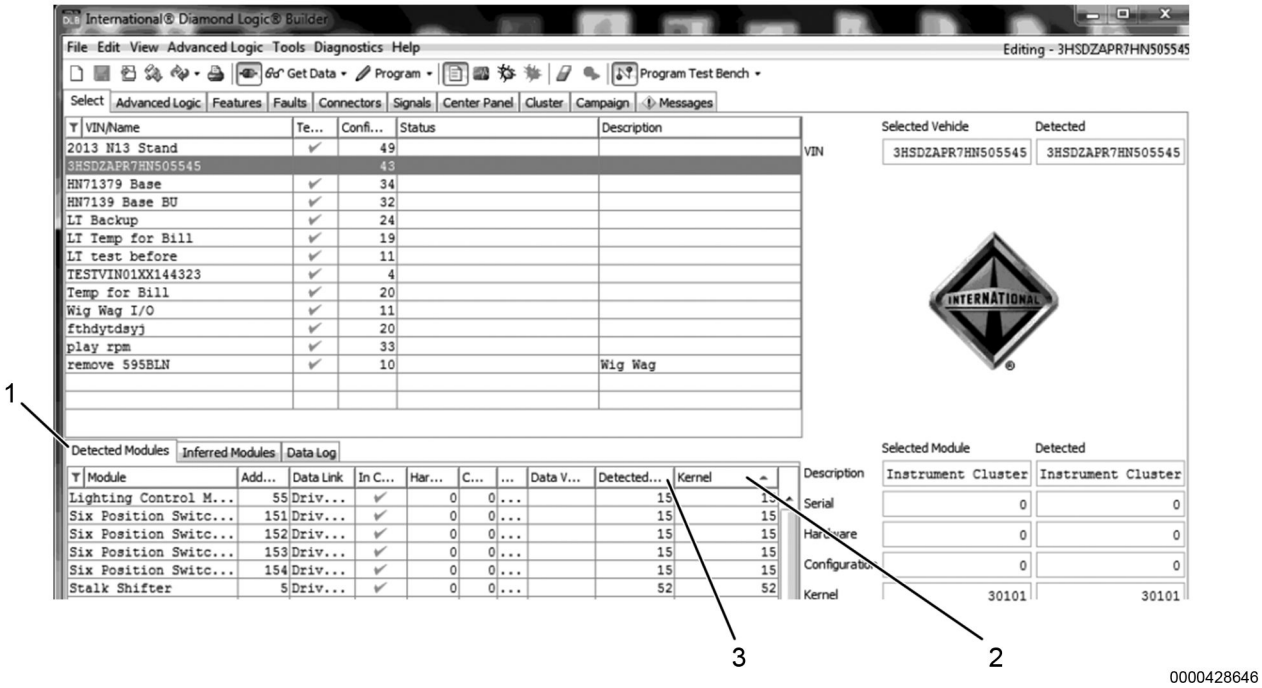

Figure 1. Detected Modules: Before Update
7. Select the Detected Modules tab (Figure 1, Item 1) to see the kernel information for this vehicle.
8. If the Detected Kernel and Kernel columns are not displayed, enable their display by right clicking on any column heading (Figure 1, Item 2) and then selecting these columns in the right-click menu.